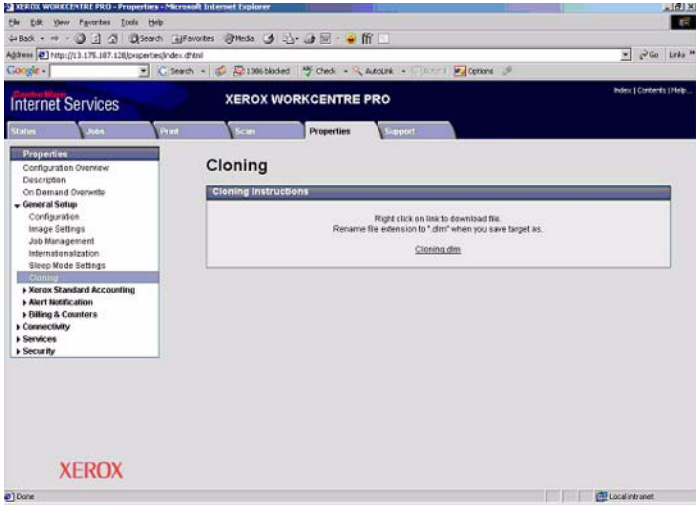

Figure 3 Saving the Clone File
2. Right click on **Cloning.dlm** to save the clone file (Figure 3).